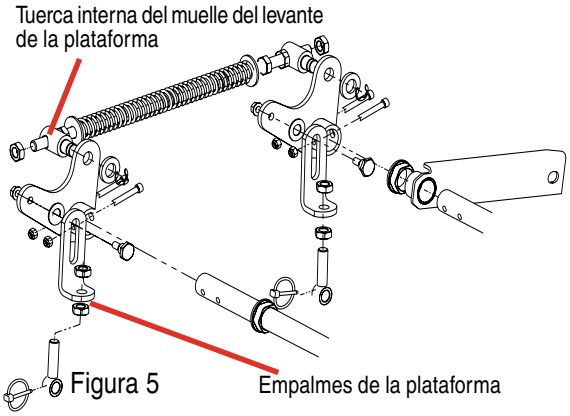

Figura 5
c. Si la altura al frente de la plataforma de corte es 1/8 -1/4 pulgadas más baja que la altura en la parte trasera de la plataforma a cada lado del cortacésped, no la ajuste. Sino, va a tener que ajustar el Muelle Auxiliar de Levante de la Plataforma (vea la Figura 5). Pude necesitar ajustar también los Empalmes de la plataforma (vea la Figura 5).